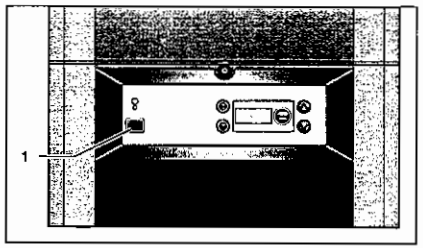

afb. 26 DBA - Netschakelaar
- Maak de installatie spanningsvrij door de netschakelaar in positie **"0"** te zetten (afb. 26, **pos. 1**).